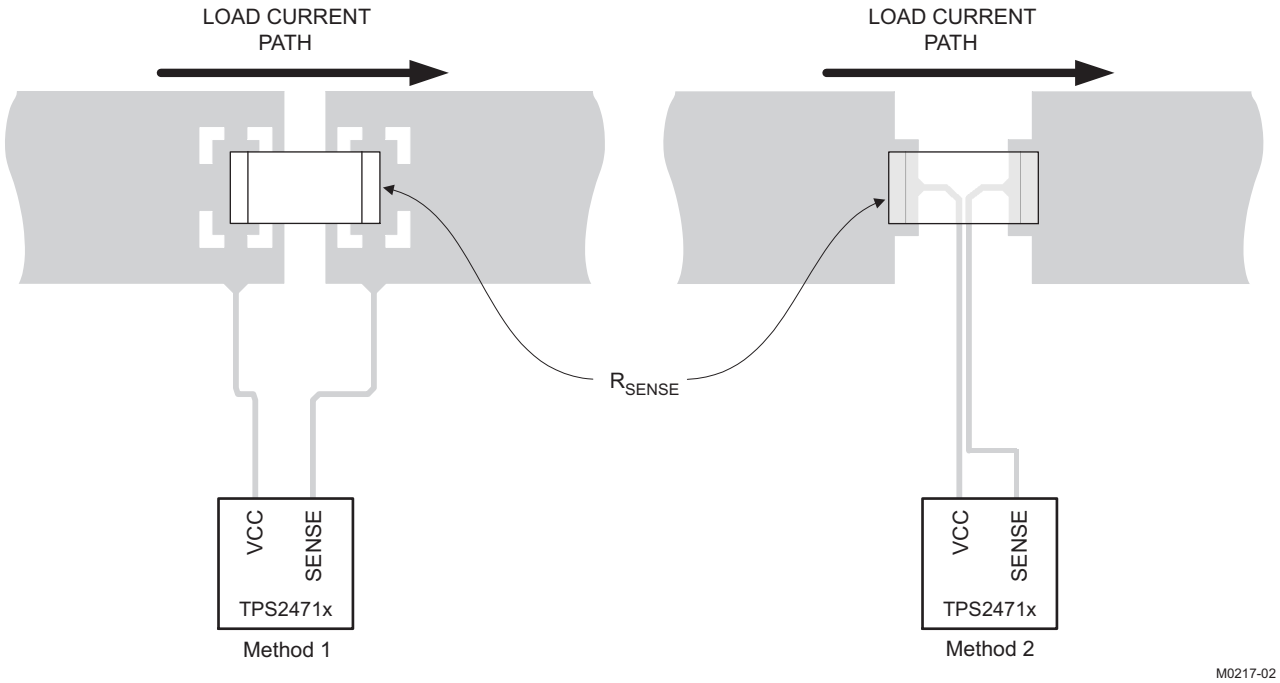

Figure 39. Recommended R_{SENSE} Layout
- Traces to VCC and SENSE must be short and run side-by-side to maximize common-mode rejection. Kelvin connections should be used at the points of contact with R_{SENSE}. (see Figure 39).